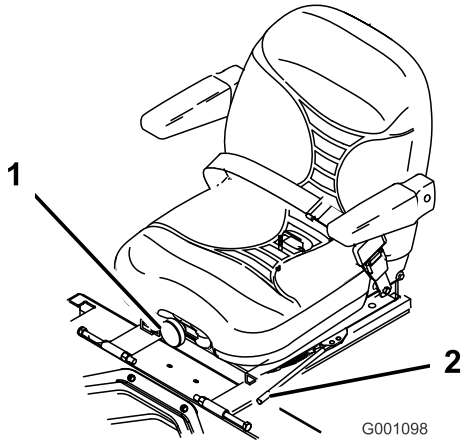

Figur 19
1. Sædet kan justeres ved at flytte håndtaget til siden for at låse sædet op (Figur 19).
Drej på knappen foran på sædet for at opnå den mest behagelige position (Figur 19).